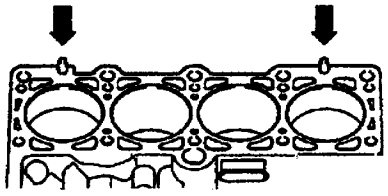

图 1－53
②将缸盖安放就位，插入缸盖螺栓，用手拧紧。按图 1－50 中所示的相反顺序，分两步拧紧缸盖螺栓：第一次 60N·m；②用刚性扳手再拧 1/2 圈 180°，允许分两次再拧 1/2 圈（2×90°）。
③安装正时带（调整配气正时）。安装气缸盖罩。安装多楔带及张紧装置。
④调整节气门拉索，将新鲜冷却液加入冷却系统。连接蓄电池后，输入收音机防盗密码。用电动开关完全关闭前门电动门窗，沿关闭方向，操作所有电动门窗开关（至少 1s），启动单触功能。调整时钟。进行节气门控制单元的适配，查询故障存储（因插头拔掉后，故障已存储在存储器内，因此安装发动机后方能查询及清除故障存储）。